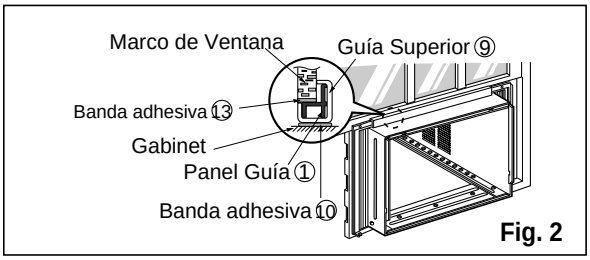

Fig. 2
2. Hale hacia abajo la parte inferior de la ventana hasta que se una detrás de la guía superior. (Ver Fig.2)